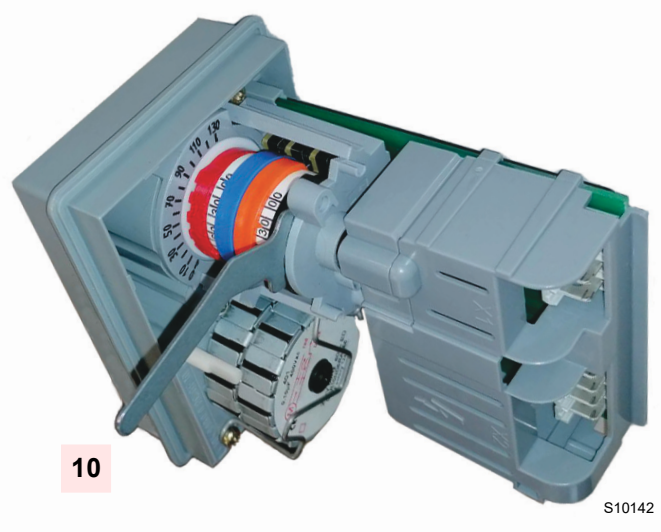

Afb. 36
- ➤ Om nok IV af te stellen, gebruikt u de speciale sleutel 10) (Afb. 36) die zich in de servomotor bevindt.
10 Sleutel voor de afstelling van de nok IV (Afb. 36)